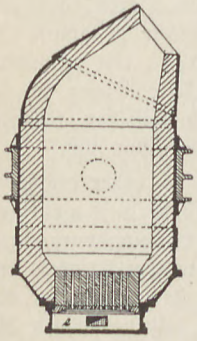

Fig. 272.
1. Bessemerstahl. Die Verbindung des Kohlenstoffes im Roheisen mit dem Sauerstoff der Luft geschieht in der sog. Bessemerbirne oder im Konverter, Fig. 272 und 273. Derselbe ist mit feuerfestem Thon ausgefüttert; die Luft tritt durch Oeffnungen am Boden ein. Der Ofen selbst hängt mit zwei starken Zapfen in Lagern. Der Wendezapfen a trägt ein Zahnrad, der Windzapfen b ist hohl und verbindet den Ofen mit der Windleitung. Der Ofen wird durch eine bewegte Zahnstange d oder durch eine Schnecke um $^3/_4$ eines Kreises gedreht. Unter dem Boden des Ofens liegt der Windkasten e, der mit dem Windzapfen b in Verbindung steht. Der Windkasten führt durch zahlreiche, 15—17 mm weite Löcher die gepreßte Luft in den Ofen.